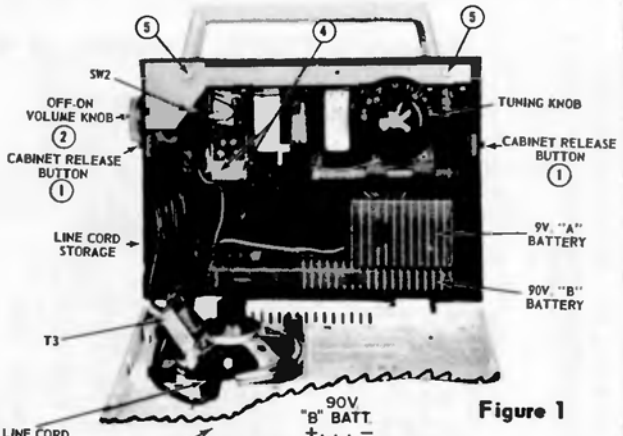

Figure 1
***CHASSIS REMOVAL*** (See figure 1)